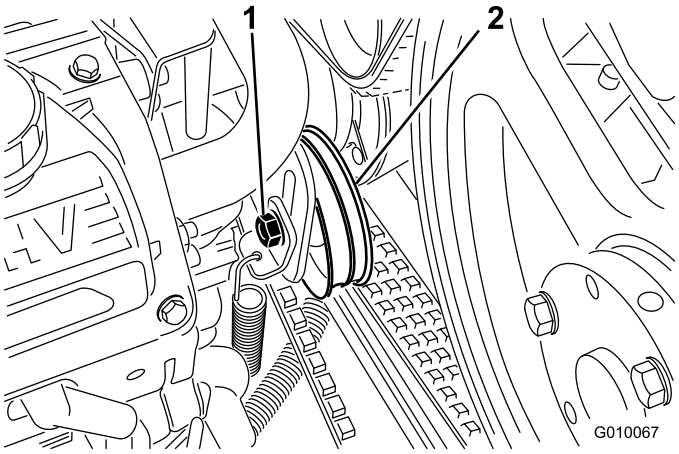

Rysunek 57
3. Poluzuj śrubę koła pasowego luźnego paska pompy na tyle, aby umożliwić ruch w granicach zakresu regulacji (Rysunek 57).